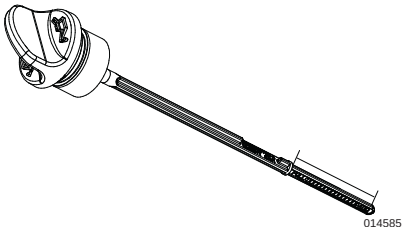

Figura 2-14. Rango de funcionamiento seguro
3. Consulte ***Figura 2-14***. Inserte la varilla de nivel y vuelva a sacarla para revisar el nivel de aceite. El nivel de aceite se revisa con la varilla del nivel completamente instalada.
6. Consulte ***Figura 2-14***. Retire la varilla de nivel de aceite y verifique que el nivel de aceite se encuentre dentro del rango de funcionamiento seguro.